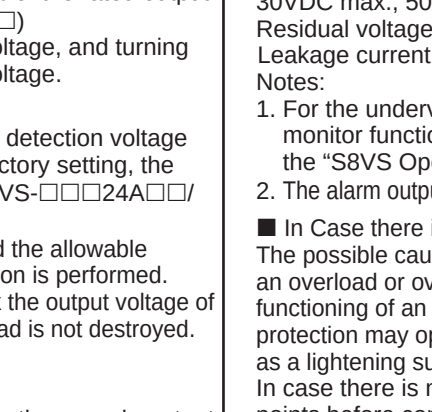

Fig. 3
| Montage horizontal | Fig.3 | Non valable |
3. 取り付け状態により放熱性が悪化し、稀に内部部品が劣化・破損したり、交換時期お知らせ機能が正しく働かない恐れがあります。標準取り付け以外で使用しないでください。 Fig.3